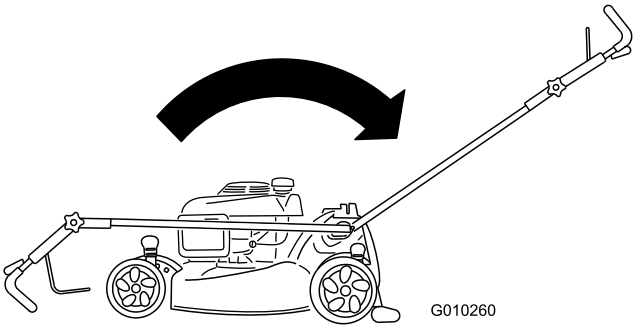

**Figur 50**
2. För handtaget till upprätt läge (Figur 50).